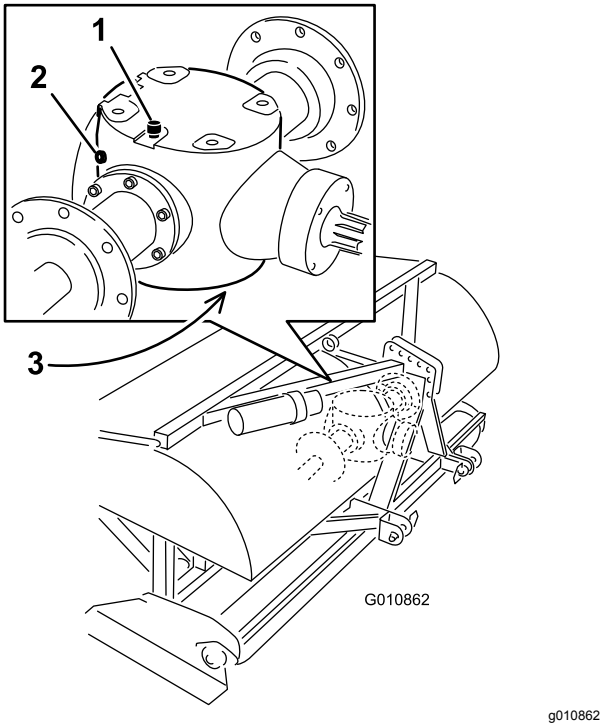

Figur 46
3. Ta kontrollpluggen ut av girkassen (Figur 46).
4. Påse at oljen når opp til bunnen av girkassens kontrollplugghull (Figur 46).
1. Fjern rusk fra ventilasjons-/påfyllingspluggen, og tøm pluggen for å unngå forurensing (Figur 46).